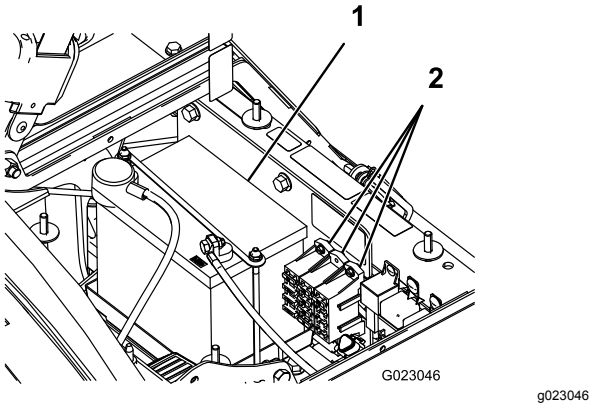

Figur 43
Det finnes to sikringsblokker og én tom slisse i det elektriske systemet. De finnes under setet (Figur 43).
2. Batteriet finnes på høyre side av maskinen, bak pumpen (Figur 43).
5. Fjern batteriholderen og festene (Figur 43).
2. Installer clutchdekselet og fest det med de tre skruene som du fjernet tidligere (Figur 43).
4. Installer batteridekselet og fest det med de to knottene (Figur 43).
1. Løsne knottene på sidene av batteriboksen og fjern batteridekselet (Figur 43).